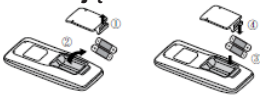

Fig.1 Fig.2
1. Pakelkite dangtelį rodyklės kryptimi (kaip parodyta Fig. 1 ①).
2. Išimkite senas baterijas (kaip parodyta Fig. 1 ②).